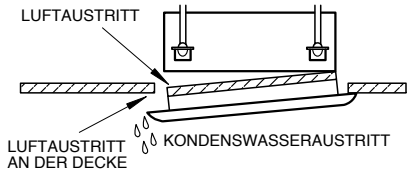

Fig. 13
1. Eine nicht korrekt vorgenommene Verschraubung kann zu den in Fig. 13 dargestellten Problemen führen.